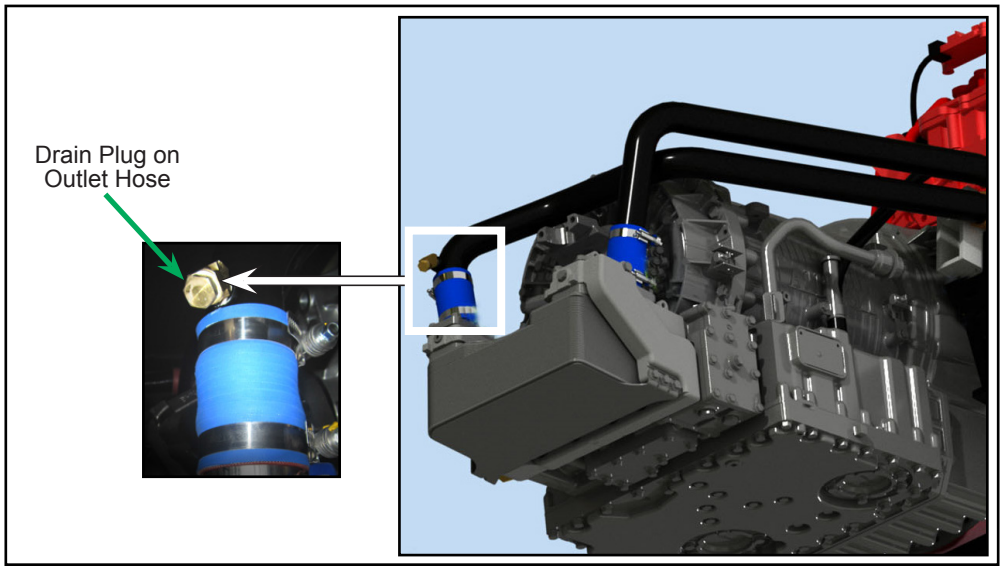

Figure 5 - Draining Point for Transmission
1.9. Remove the drain plug on transmission outlet hose (see Figure 5) and let the fluid drain in an appropriate container.